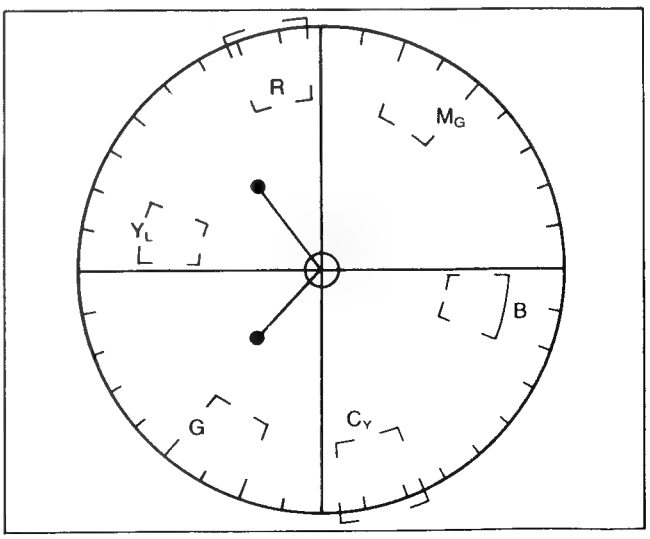

Fig. C14
(1) Set the white balance switch to "INDOOR" side.
(2) Connect a jumper wire between TP4, TP5 and TP6.
(3) Aim the camera at the White Chart.
(4) Supply the video signal to the vectorscope.
(5) Adjust the White Balance Controls (VR322 and VR323) so that the colour vectors are collected at the center of screen on the vectorscope as shown in Fig. C14.
(6) Remove the jumper wire between TP4, TP5 and TP6.